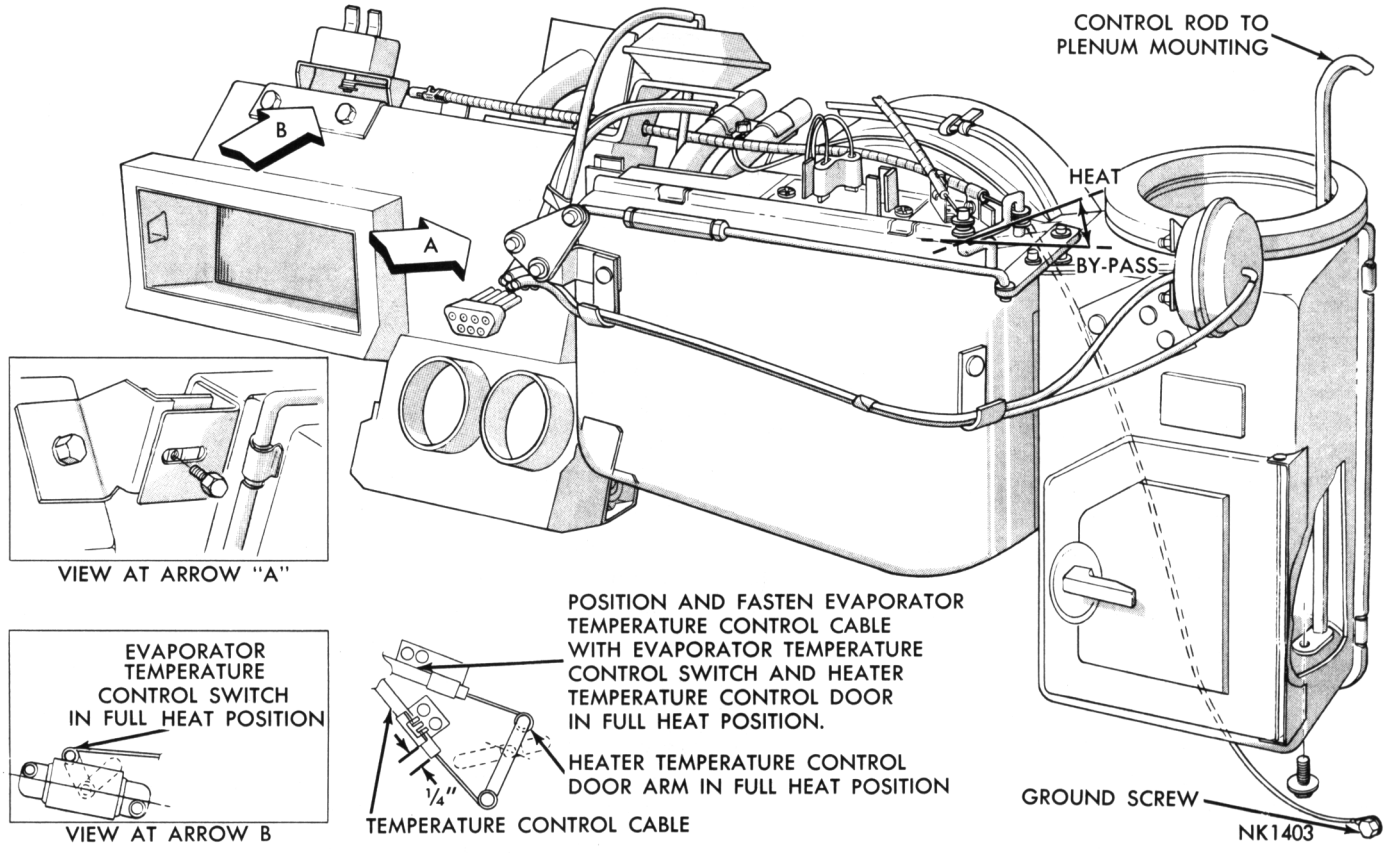

Fig. 86—Heater and Evaporator Assembly—Passenger Side—Typical
Removal (Figs. 86 and 87)
(1) Disconnect battery and remove air cleaner.
(2) Drain cooling system and remove heater hoses from the core.
(3) Remove air outlet assembly, glove box assembly and right defroster tubing.
(4) Disconnect electrical wires from resistor block, vacuum hoses from the fresh air-recirculating actuator, the temperature control cable, evaporator temperature control switch control cable and heater core ground wire.
(5) Remove the screw securing the heater assembly to the evaporator assembly (View A, Fig. 86).
(a) Install temperature control cable on outer operating arm in full heat position with end of cable housing 1/4 inch beyond edge of retainer clip (Fig. 86).